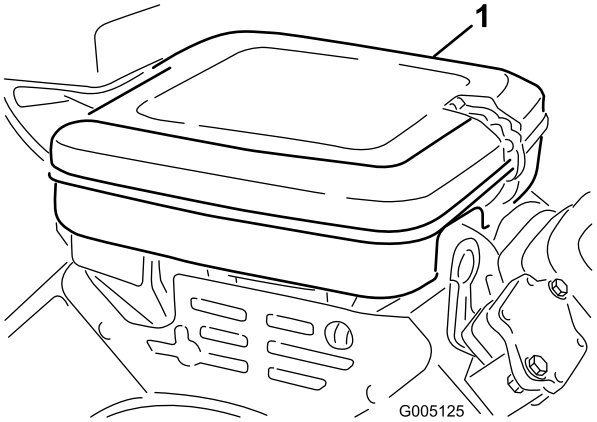

Figuur 40
1. Reinig het deksel grondig (Figuur 40).
3. Maak de vleugelmoer los waarmee de elementen zijn bevestigd aan de luchtfilterbehuizing (Figuur 40).